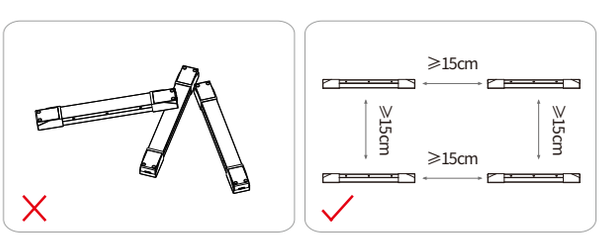

Figure 1
1.The driver should be a certain distance between the drivers, as shown in Figure 1.